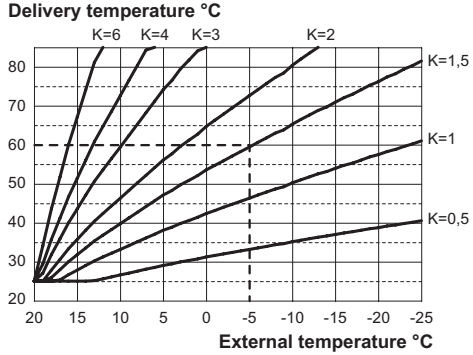
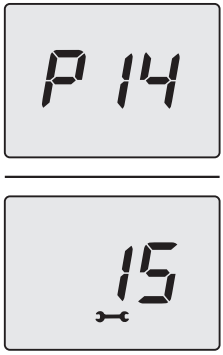

Figure 5.32
Figure 5.38
If the remote control **IS CONNECTED** to the boiler (optional), refer to Figure 5.32.
When installing the external sensor, this parameter must be set based on the efficiency of the heating system to optimise the delivery temperature (Figure 5.32).
E.g. To achieve a heating system delivery temperature of 60°C with an outdoor temperature of -5°C, set a K of 1.5 (dashed line in Figure 5.32).
on the selected curve of the K coefficient in Figure 5.32 (the value shown on the display, in Figure 5.38, corresponds to **K = 1.5**).